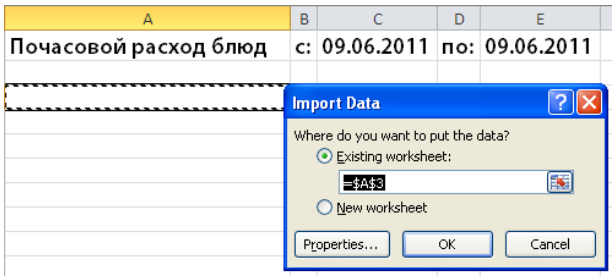

Рисунок 231 Документ MS Excel – импорт веб-отчета – Import Data
2.1. Вы можете ввести текст, который будет показан в отчете, например, название отчета «Почасовой расход блюд», «Период с:» и «по:» (см. Рисунок 231).